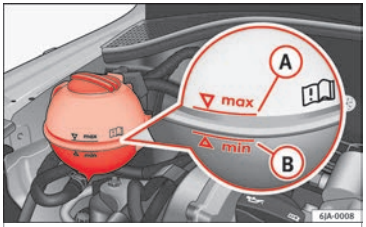

Fig. 207 Engine compartment: coolant fluid tank.
– Read off the coolant level on coolant expansion tank ››› Fig. 207. When the engine is cold, the coolant should be between marks (B) (min.) and (A) (max.). When the engine is hot, it may be slightly above mark (A) (max.).
– Cover the cap on the coolant expansion tank ››› Fig. 207 with a cloth and **carefully** unscrew the cap.
Never fill the coolant tank above mark (A) (max.) ››› Fig. 207 Excess coolant is forced out of the cooling system through the overpressure valve in the filler cap of the expansion tank when the engine heats up.